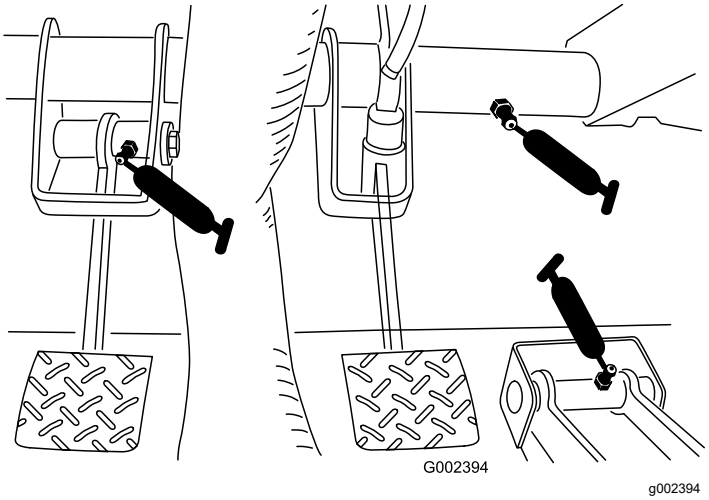

Figuur 31
- **Rem(1)**; zie Figuur 31
- **Gaspedaal (1)**; zie Figuur 31